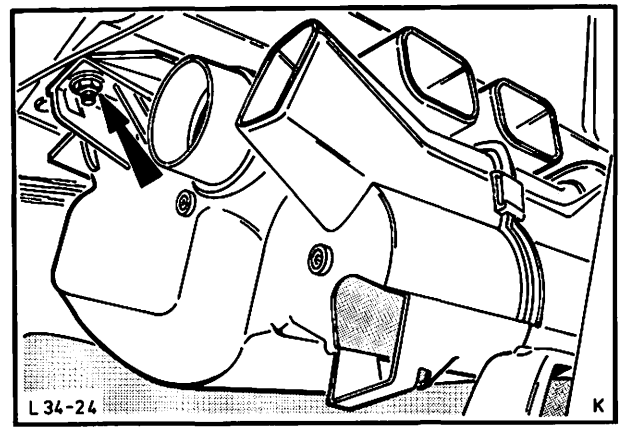

Abb. 42 Befestigung – Heizungsgehäuse
2. Heizung vom Windlaufoberteil abbauen (2 Schrauben), Abb. 42.